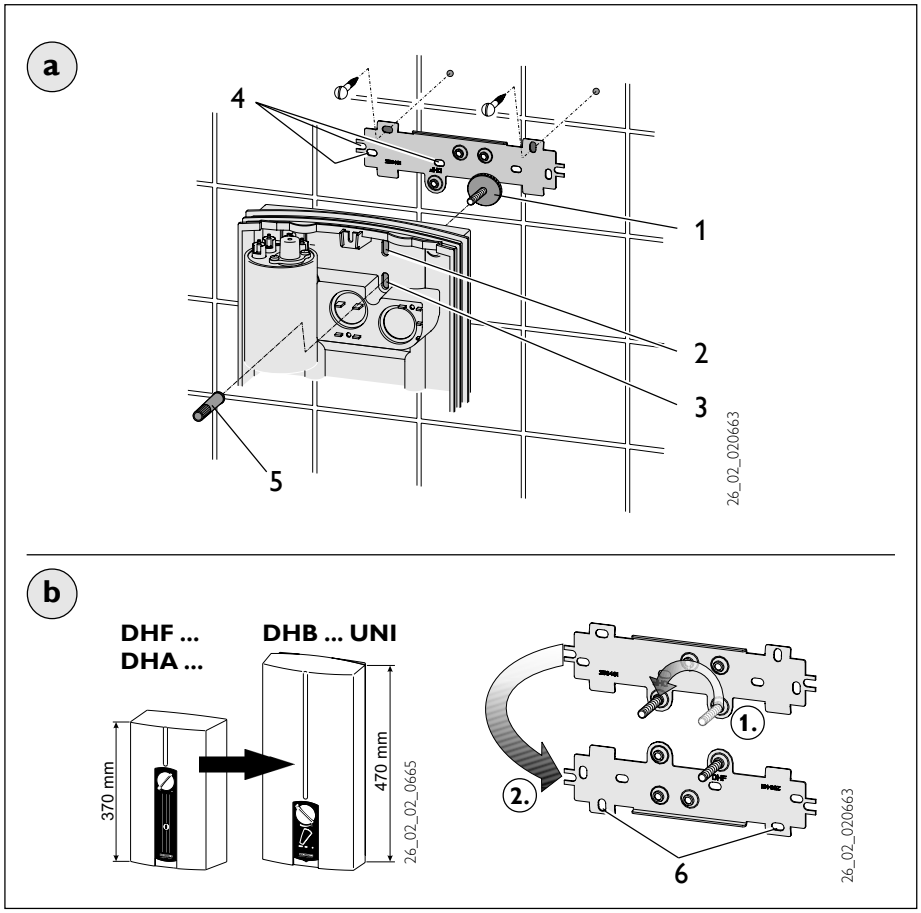

Abb. 9
– Ausbruchposition der Geräterückwand (Abb. 9) zur Befestigung an der Montageleiste festlegen:
– Montageleiste entsprechend (a) Abb. 9 befestigen.